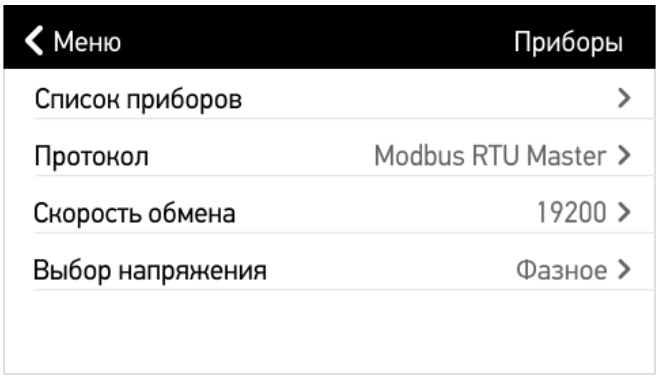

Рисунок 5.25. «Настройки» -> «Приборы».
- «**Приборы**» содержит информацию обо всех записанных в модуль индикации измерительных приборах и протоколе взаимодействия между ними (рисунок 5.25).